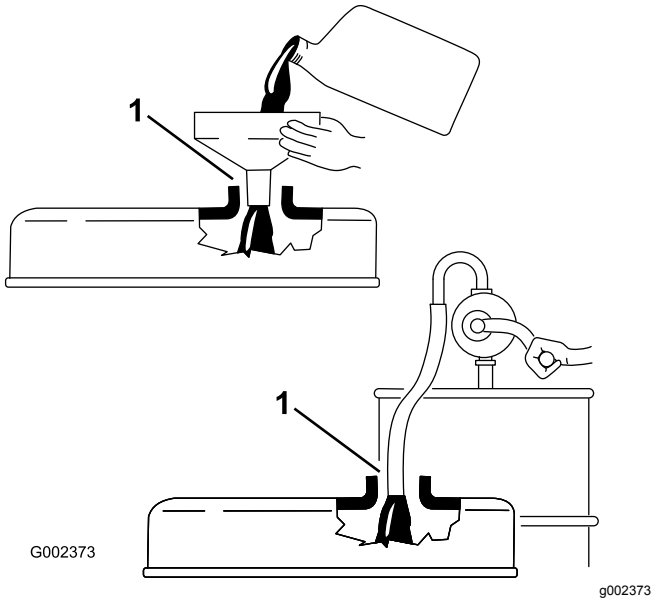

**Figuur 17**
***Belangrijk:*** **Als u motorolie bijvult, moet u ervoor zorgen dat er enige afstand is tussen de vulinrichting en de vulopening in het klepdeksel, zoals is aangegeven in Figuur 17. Hierdoor kan er tijdens het vullen lucht ontsnappen, zodat de olie niet overloopt en in de ontluchtingsinrichting terechtkomt.**